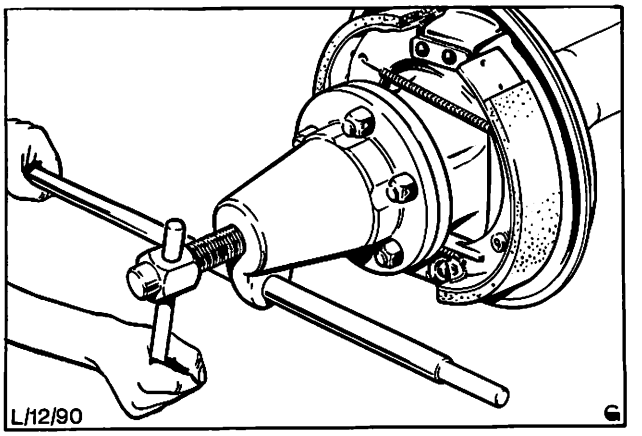

Abb. 47 Radnabe mit Spezialwerkzeug 15 038 ausbauen
5. Radnabe mit Spezialwerkzeug 15 038 ausbauen, Abb. 47.